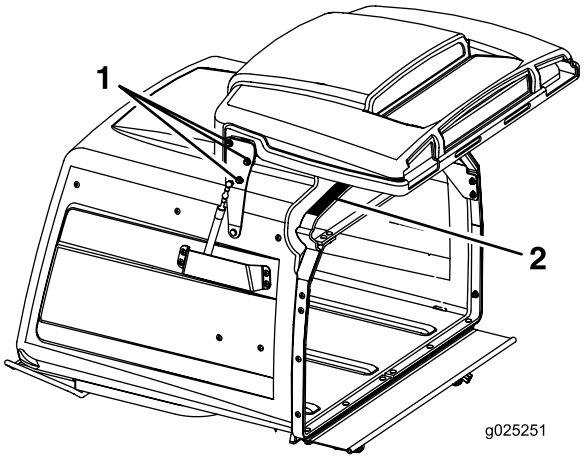

Bild 66
3. Lösen Sie die sechs Muttern am Klappenscharnier (Bild 66).
4. Öffnen Sie die Klappe und legen einen Gummistreifen (3/8") oder Schlauch (3/8") zwischen den Füllkasten und die Füllkastenklappe (Bild 66).